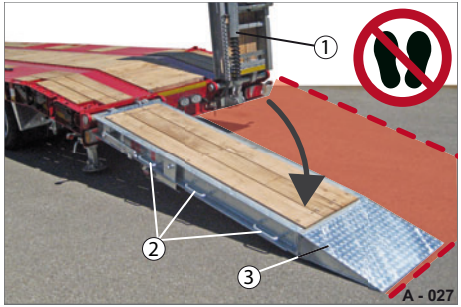

Abb. 28 Manuell abklappen
▶ Stellen Sie sich von außen seitlich an die Auffahrrampe (Abb. 28/3).
▶ Ziehen Sie die Auffahrrampe an einem der Handgriffe (Abb. 28/2) herunter.
▶ Ziehen Sie die Auffahrrampe am Handgriff (Abb. 28/2) nach oben.